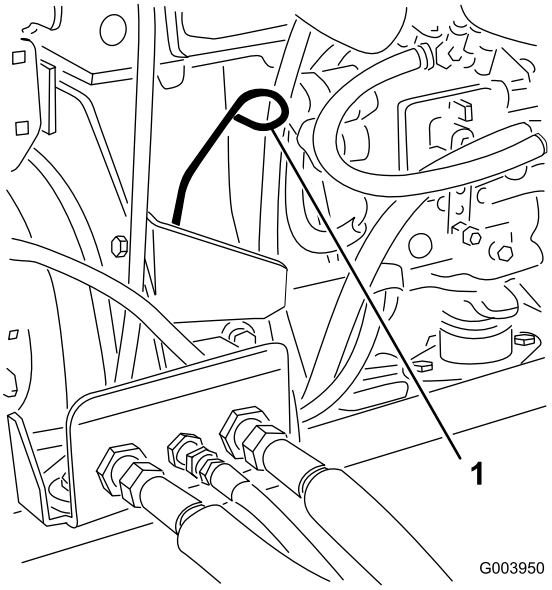

Figur 28
3. Ta ut peilestaven, tørk den ren og sett den tilbake på plass (Figur 28).